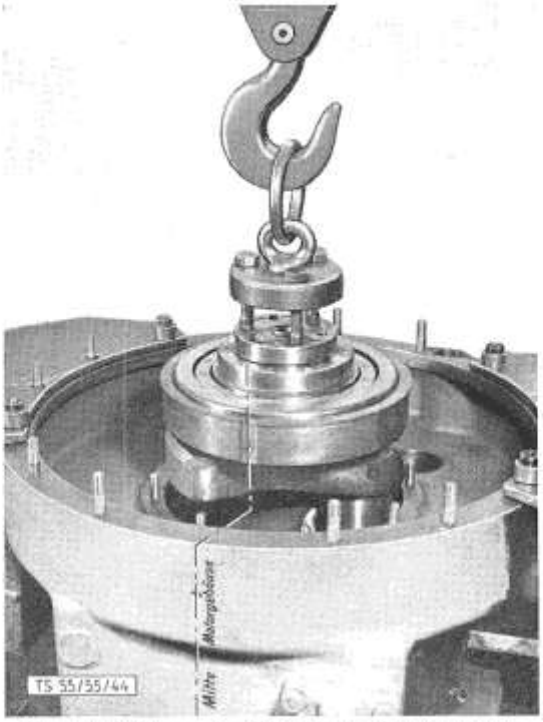
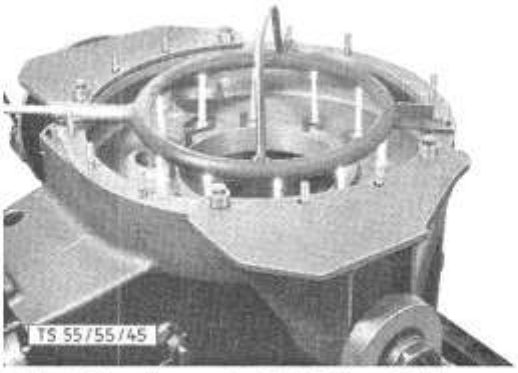

Bild 44: **Einführen der Kurbelwelle (Ölrücklaufnute nach unten)**
Bild 45: **Vorwärmen der rückwärtigen Gehäusewand**
5. Rückwärtige Gehäusewand des Motorgehäuses gleichmäßig rundherum auf ca. 60—70° vorwärmen (Bild 45) und Kurbelwelle (Bild 44) mittels des Kranes von oben hineinsetzen. Dabei ist zu beachten:
a) daß die Ölrücklaufausnehmung der Lagerbüchse (46/5) nach unten (Gehäusemitte) zu liegen kommt (Bild 44);